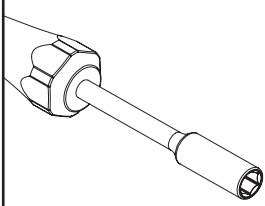
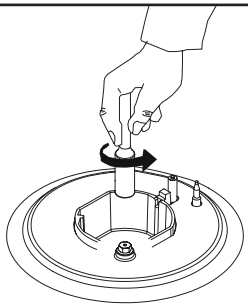

Figura 2
Figura 3
**2.** Com o auxílio de uma chave de fendas (7 mm) com a ponta conforme mostrado na figura 2, retirar o injetor rodando o mesmo (Ver figura 3).